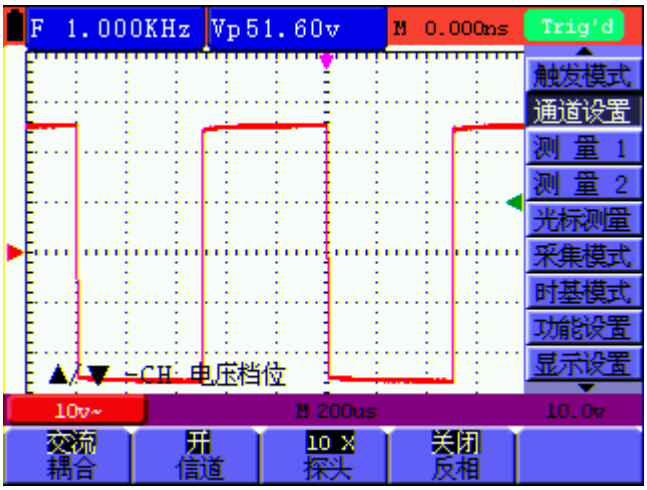

图 15：交流耦合
3. 按 **F1** 键，选择 **交流**，屏幕左下方显示交流图标。见图 15：